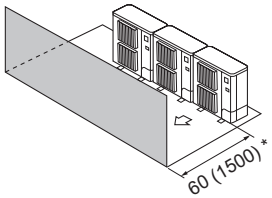

Fig. 2-14
③ Obstáculos en la parte delantera (Fig. 2-14)